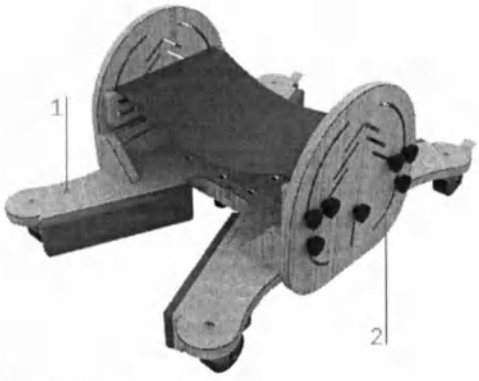

Рис. 2 – Общий вид опоры
Опора (рис. 2) состоит из основания на колёсах (1), на котором установлены боковины (2) с ложем.